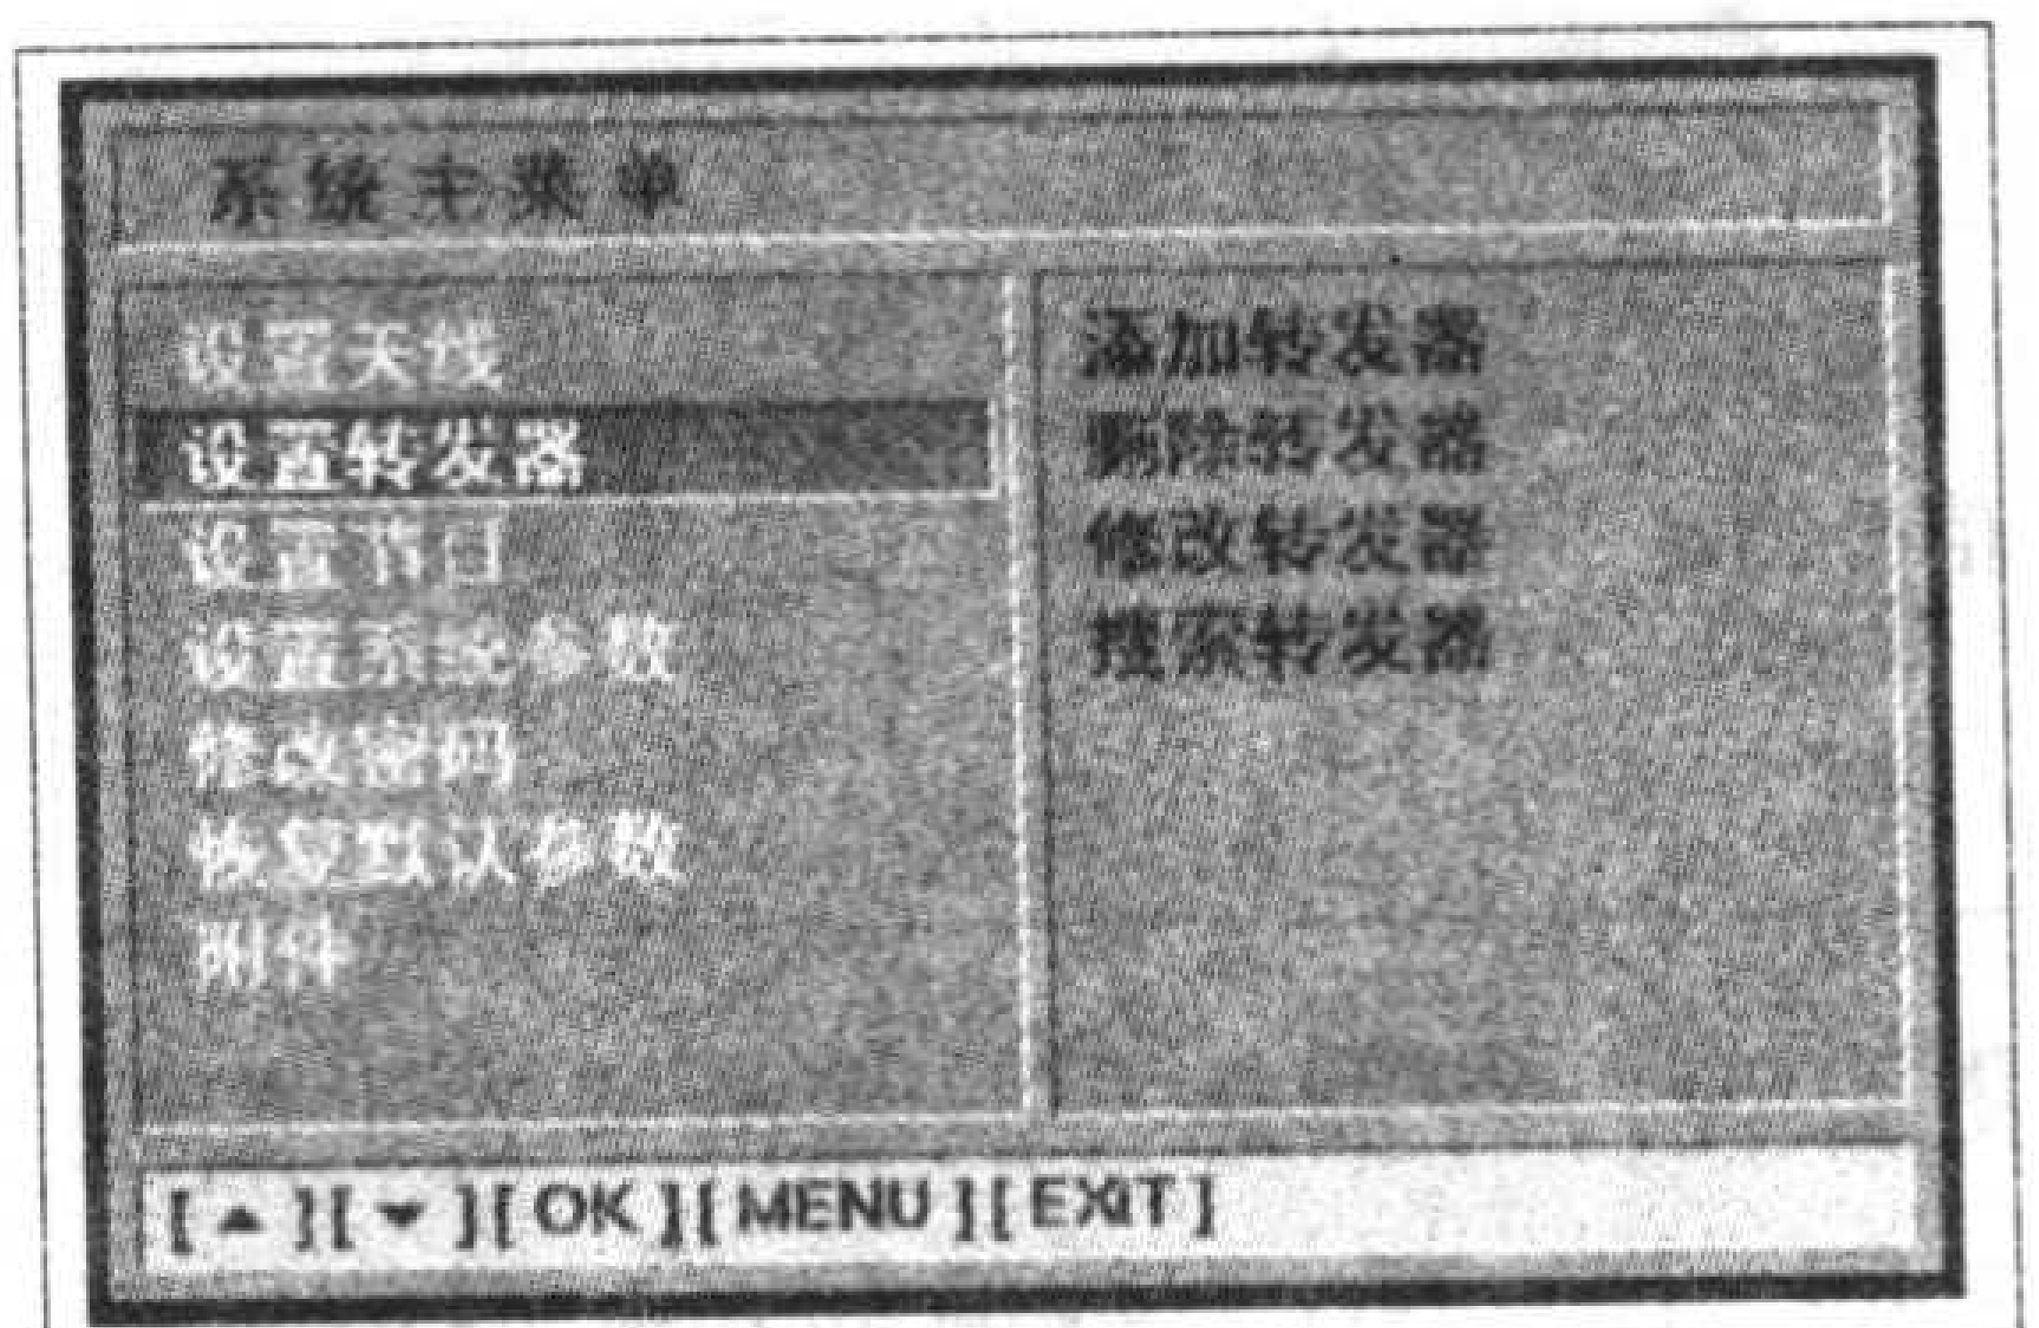
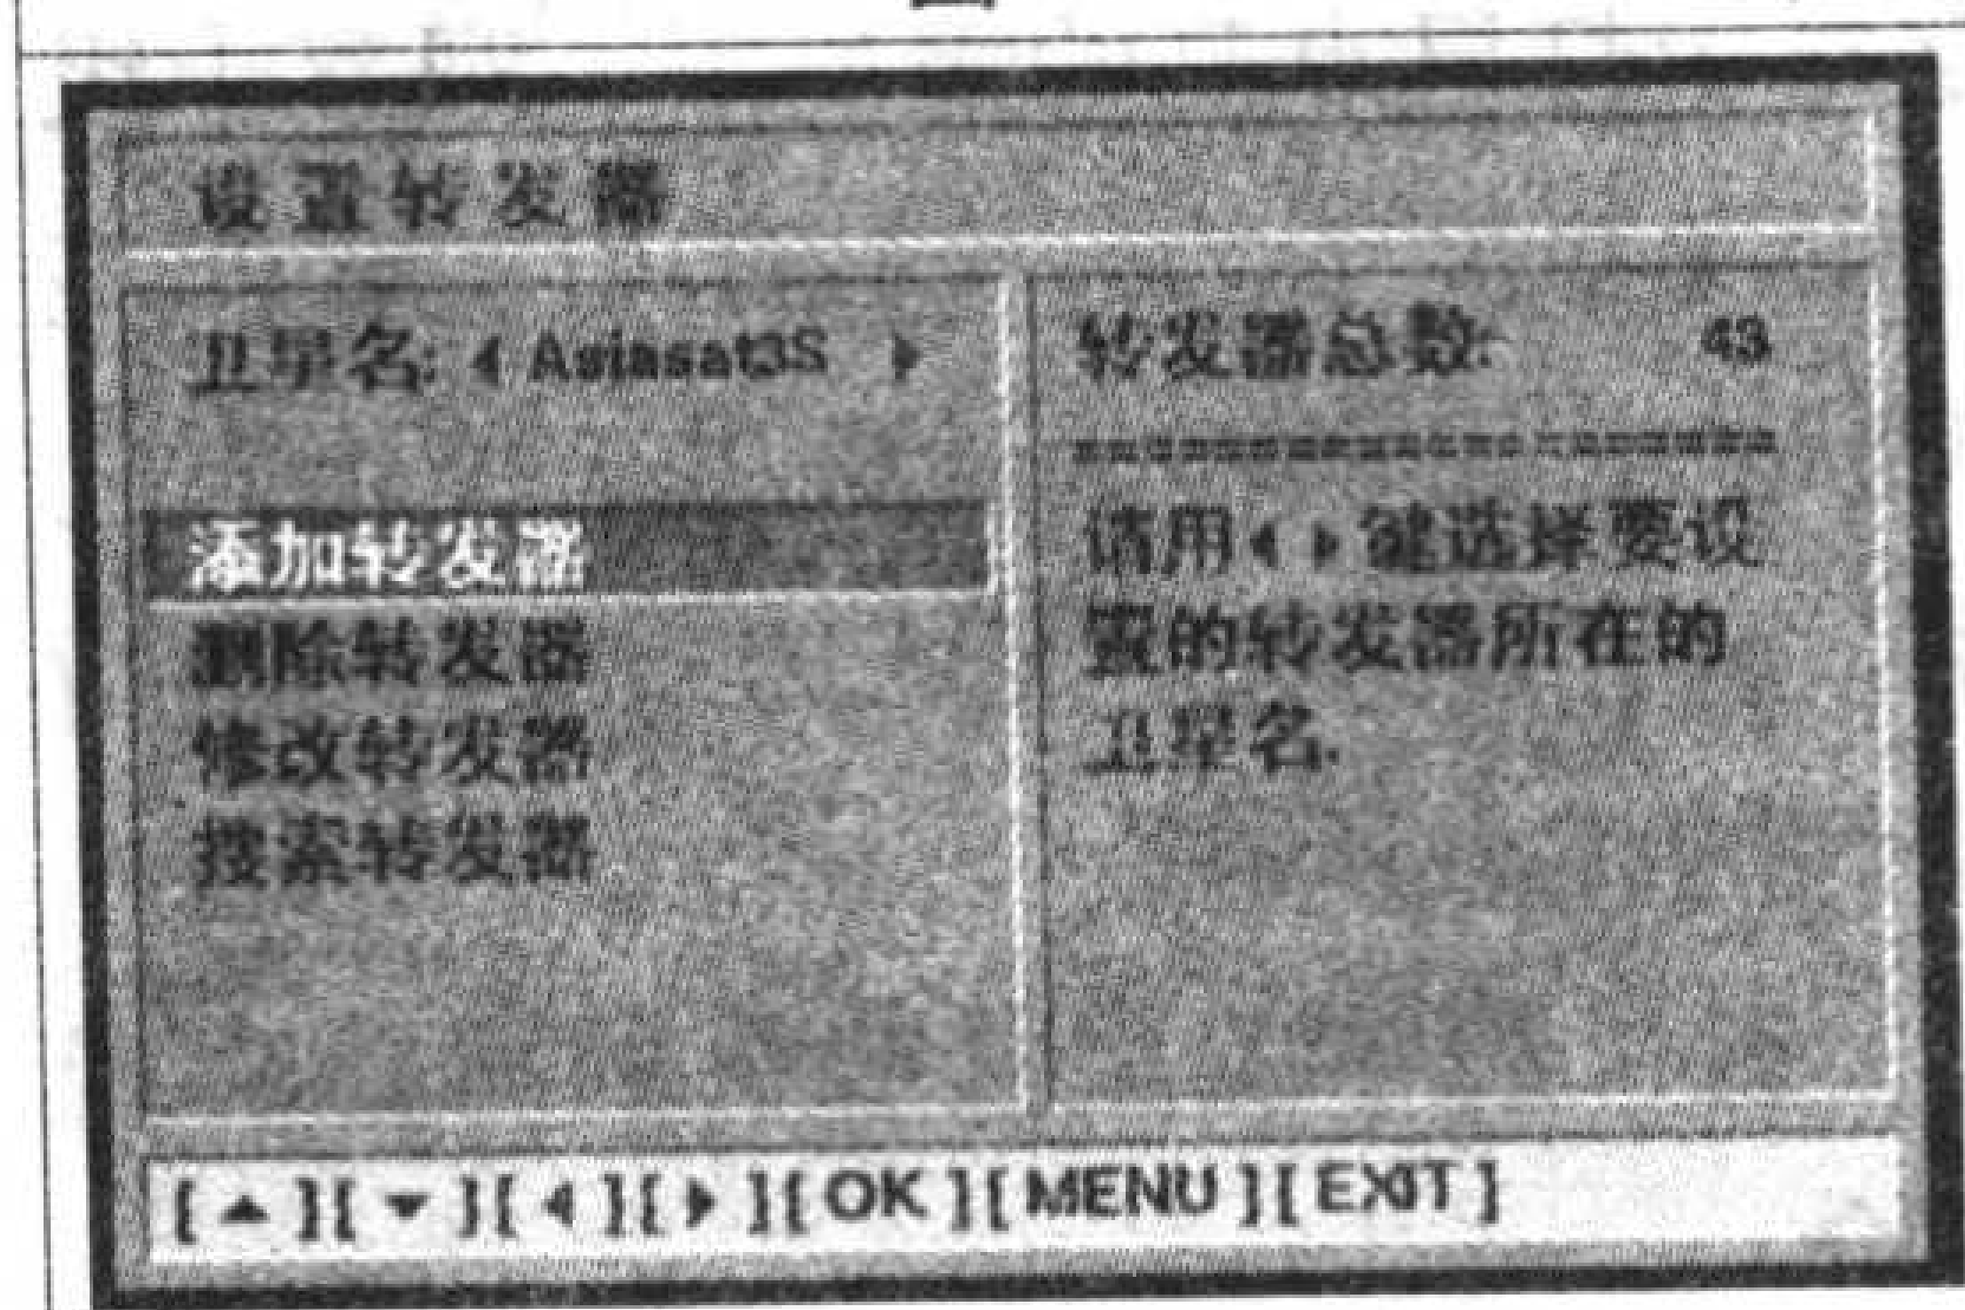

图43
图44
2.进行寻星操作时，首先根据取得的方位角、仰角和极化角的数值，粗调天线进入大概的位置，再返回到接收机的【系统主菜单】中，通过【设置转发器】→选择卫星名：Asiasat3S →【添加转发器】（见图43、图44）。